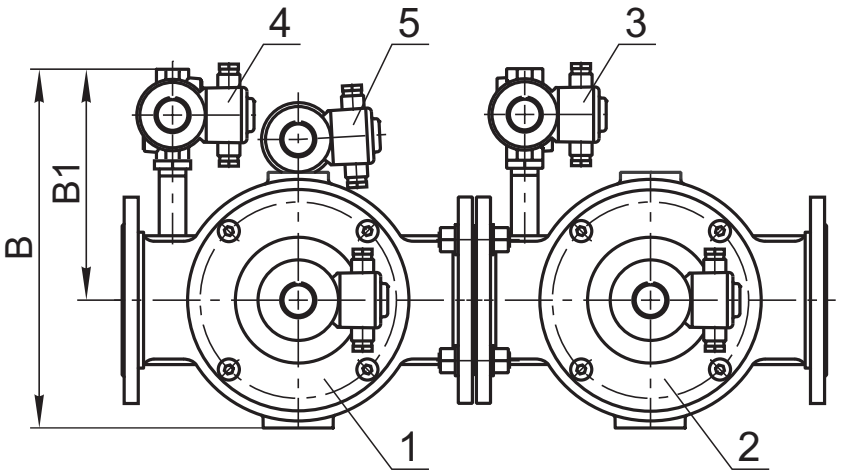

Рис. 21-32
Клапаны свечи безопасности и запальной горелки могут располагаться справа по ходу газа (рис. 21-31) или слева (рис. 21-32).
* Габаритный размер «В» (ширина) приведен для правого исполнения блоков (рис. 21-31). Для левого исполнения блоков (рис. 21-32) данный размер необходимо уменьшить на 75 мм.